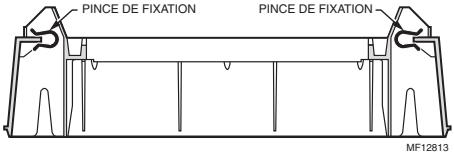

**Fig. 4. Position des pinces de fixation.**
7. Placer les pinces de fixation comme l'indique la Fig. 4.